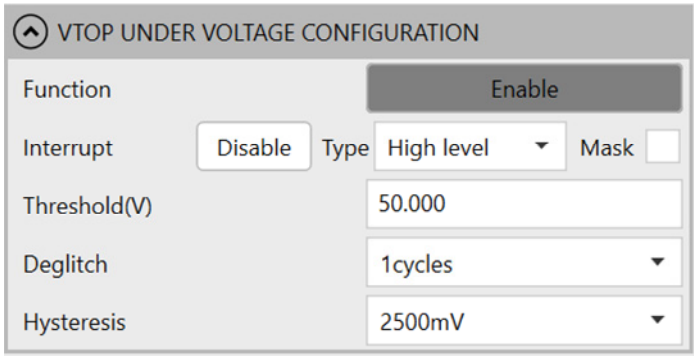

Figure 28: V_{TOP} Under-Voltage Configurations
23. Configure the V_{TOP} UV parameters (see Figure 28).